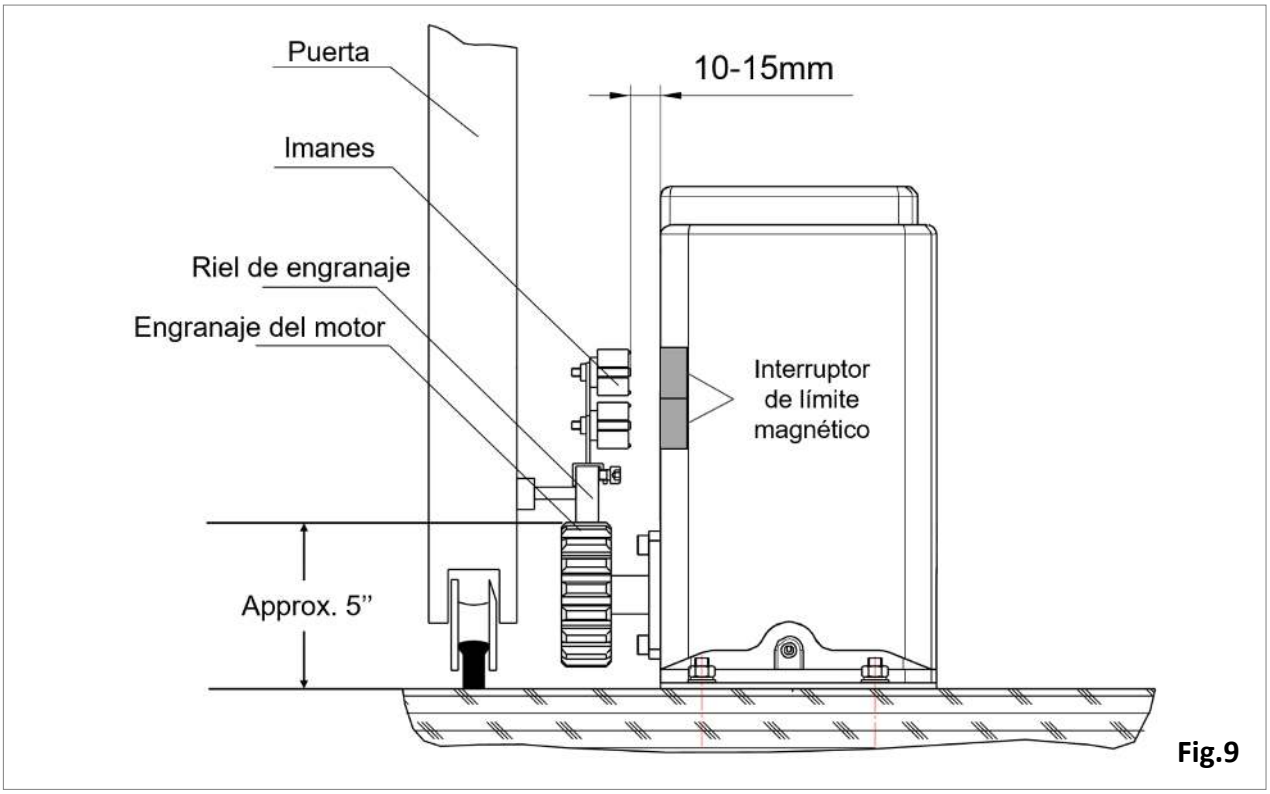

Fig.9
e. Asegúrese de que los imanes estén a una distancia de aproximadamente **10-15 mm** del interruptor de límite. Si los imanes están demasiado alejados, el interruptor de límite puede no funcionar correctamente. (Fig.9)